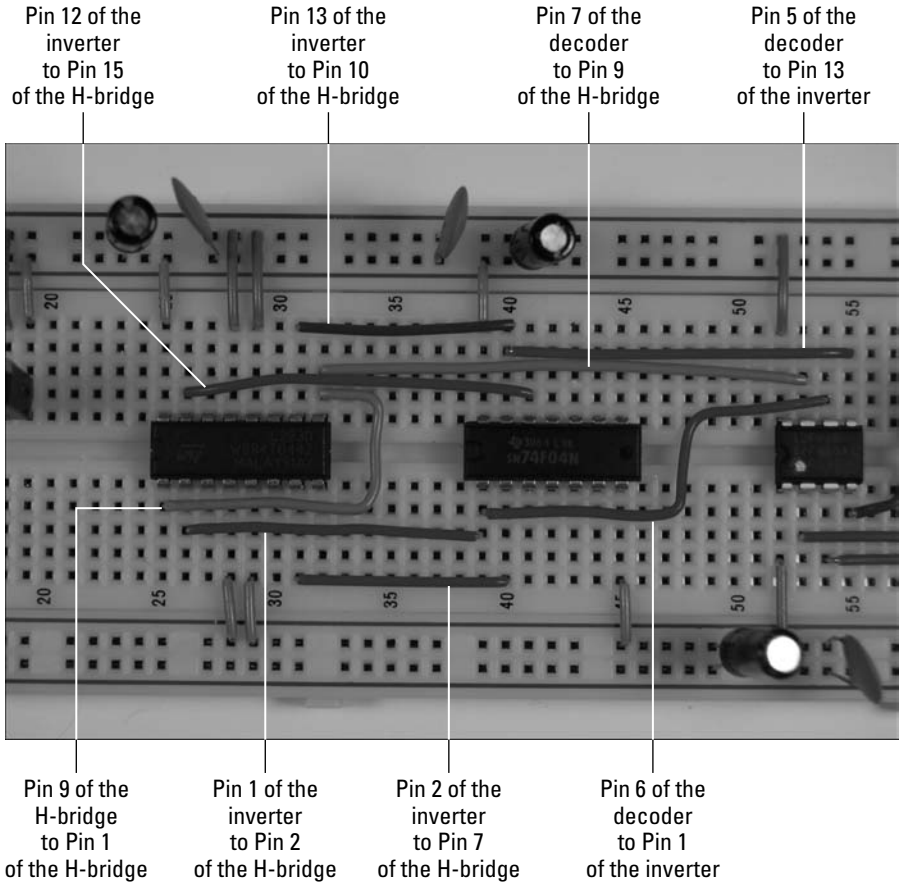

Figure 11-31: Inserting wires between pins on the decoder, inverter, and H-bridge.
8. **Insert wires to connect the decoder, inverter, and H-bridge, as shown in Figure 11-31.**